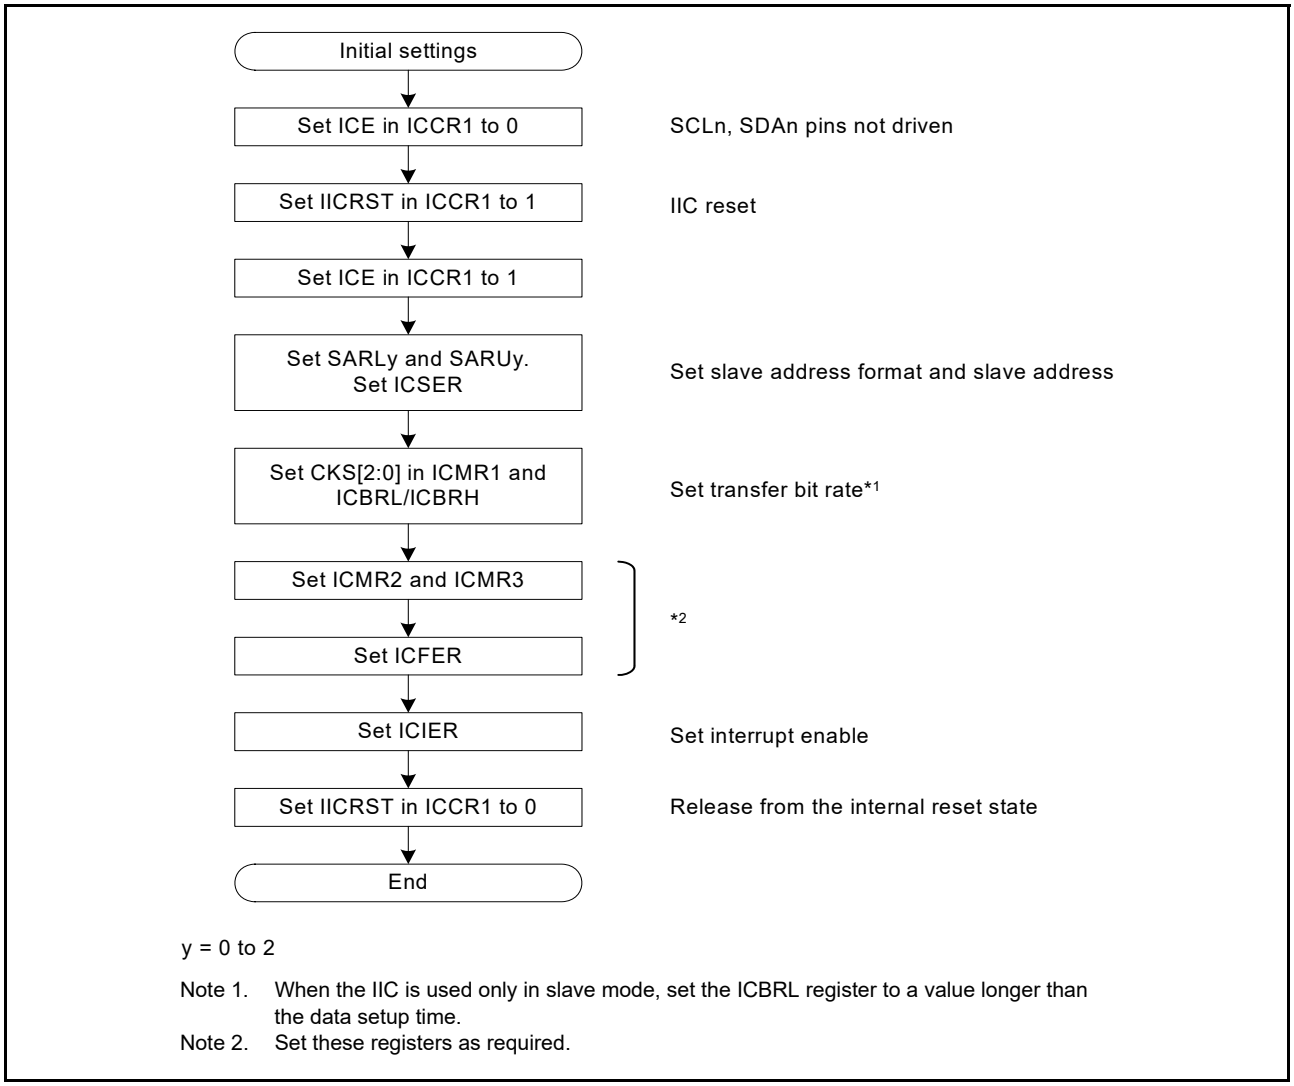

Figure 28.5 Example of IIC initialization flow
Before starting data transmission or reception, initialize the IIC using the procedure shown in Figure 28.5.
4. Set the SARLy, SARUy, ICSER, ICMR1, ICBRH, and ICBRL registers (y = 0 to 2), and set the other registers as required. For initial settings of the IIC, see Figure 28.5.